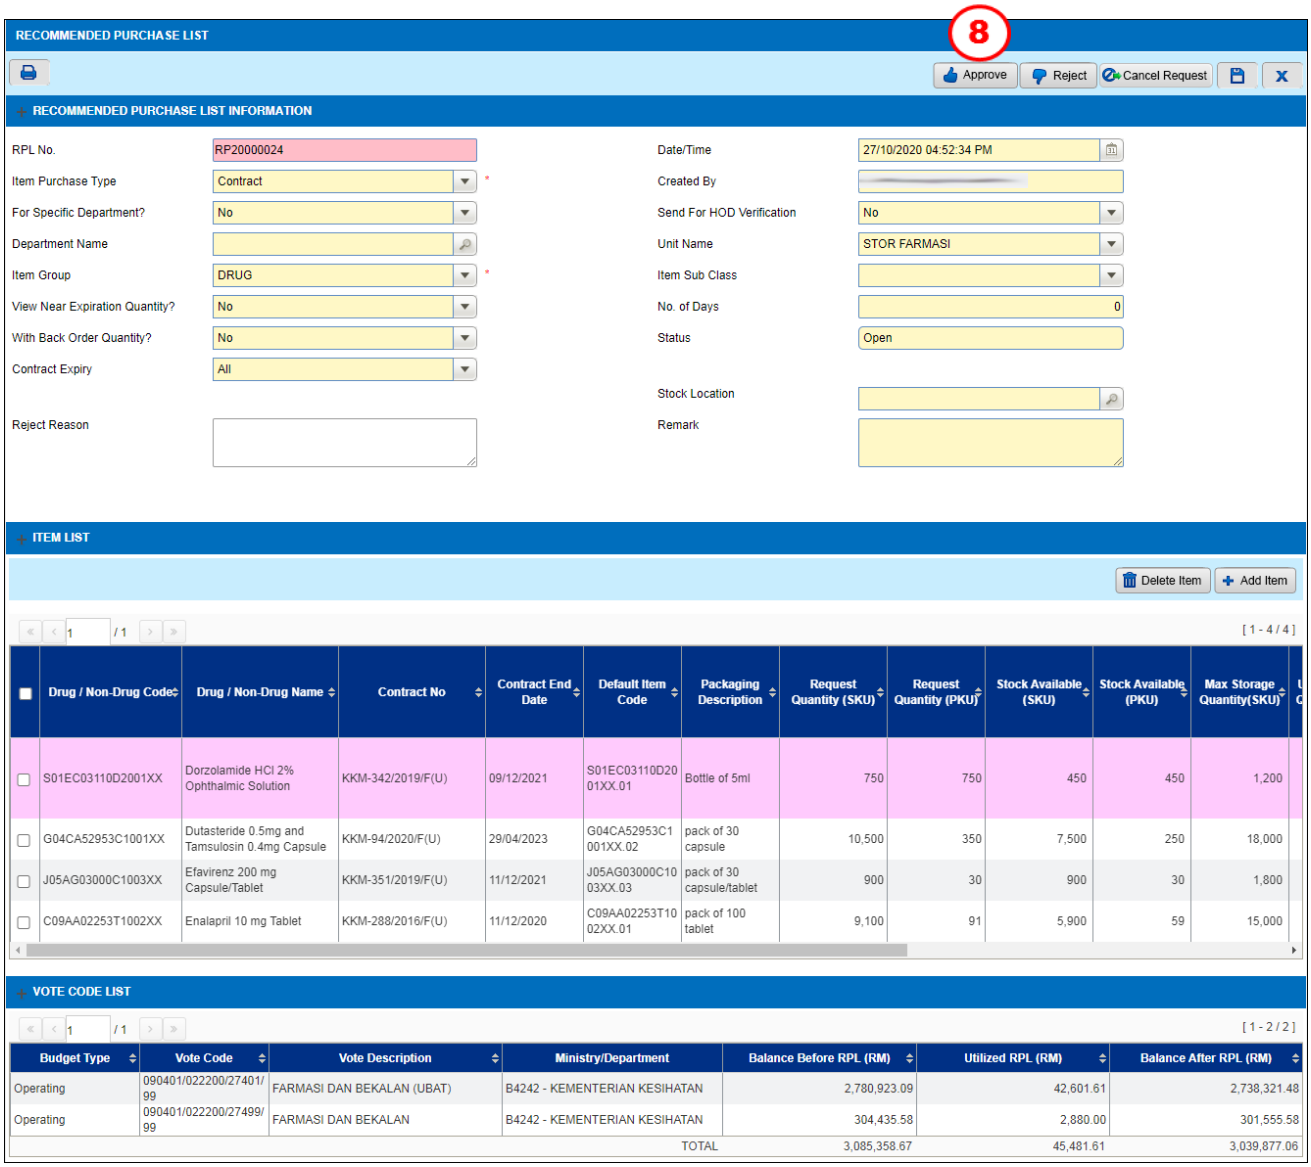

Figure 3.5-6 Verify Recommended Purchase List
- *Recommended Purchase List (RPL) Step 7-8, Figure 3.5-6 Vote Information*